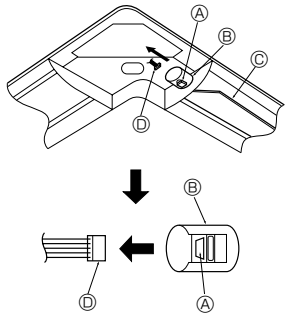

Fig. 5-11
5.7. Блокировка направления воздушного потока вверх/вниз (Fig. 5-11)